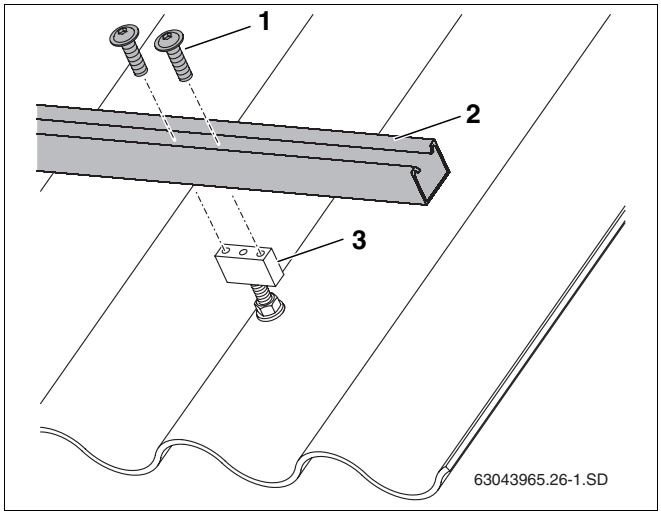

Rys. 25 Zamocowanie szyny profilowanej do klocka ustalającego
- Każdą szynę profilowaną (rys. 25, **poz. 2**) przykręcić dwoma śrubami (rys. 25, **poz. 1**).